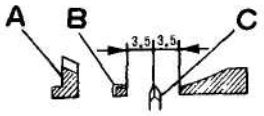
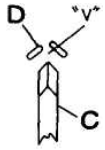

Рис.25
Рис. 26
Ось симметрии подрубочного диска «C» совмещается с осью паза держателя ткани игольной платины «A» (рис. 25); ось клиновидного паза держателя ткани «D» совмещается с осью подрубочного диска «C» (рис. 26).
2. После ослабления стопорного винта «E» манжеты «D» и стопорного винта «G» коленчатого вала «F» переместите подрубочный диск влево или вправо, чтобы установить подрубочный диск в необходимое положение (рис. 25), затяните стопорный винт «E» и «G». Убедитесь, что вал подрубочного диска не болтается и легко вращается. Вал подрубочного диска не должен соприкасаться ни с левой прижимной лапкой, ни с правой.
3. Ослабьте винт держателя ткани «A», переместите держатель ткани «D» (рис. 12) влево и вправо так, чтобы ось клиновидного паза держателя материала совместилась с осью подрубочного диска (рис. 26). Затяните винт держателя ткани.